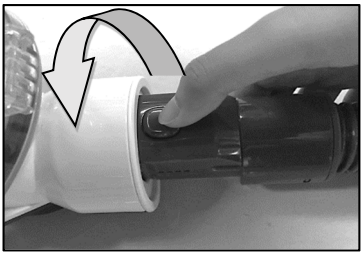

Fig 2
2. **Rimuovere gli accessori del tubo:** premere l'adattatore su entrambi i lati dell'estremità del tubo e quindi tirare via l'accessorio montato. (Fig. 2)